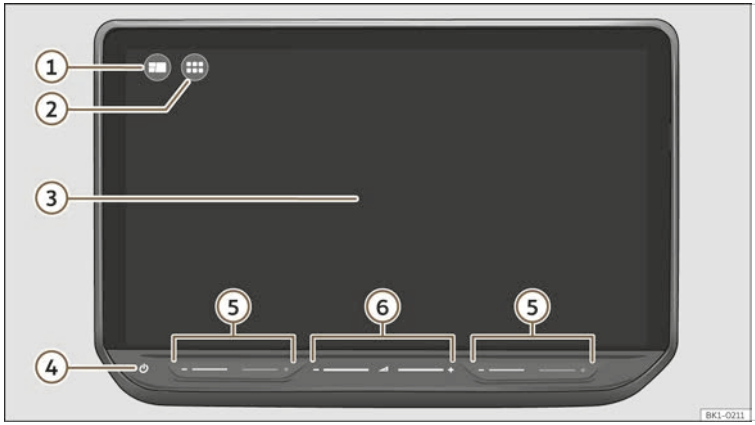

Fig. 184 Overview: control unit
Customise the top menu or the HOME ››› Fig. 184 ① view to quickly access your favourite or most frequently used functions.